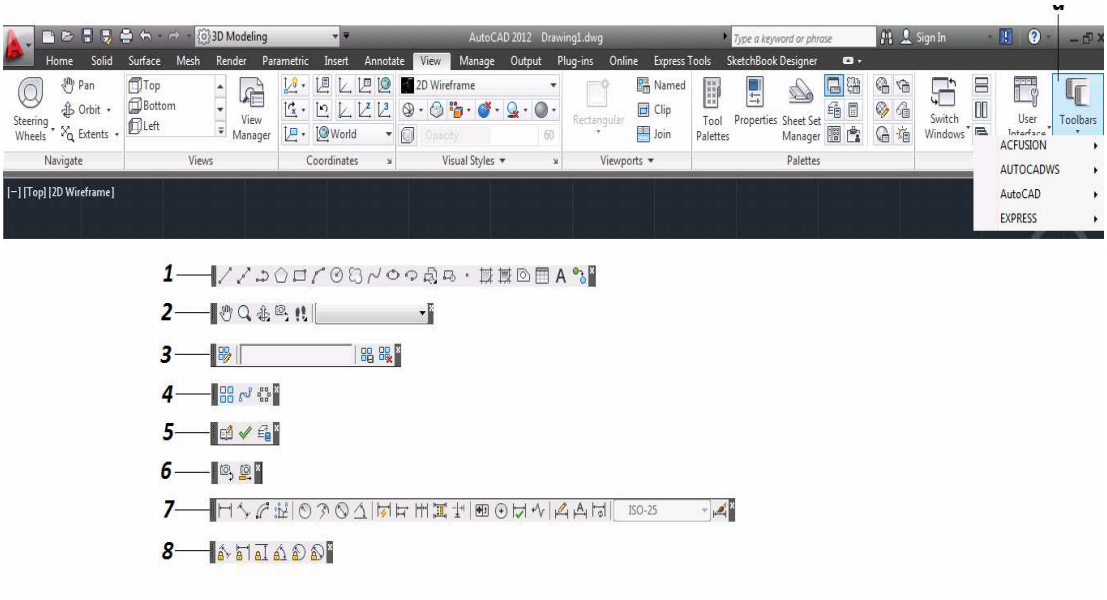

Figura 2.7. Barras de herramientas
Estas barras son iconos de un grupo de ordenes o comandos; se configuran para tener barras personales y se pueden ubicar en cualquier parte de la pantalla, flotando o en los bordes del área grafica (en forma horizontal o vertical). Se activa dando clic sobre la pestaña Ver [View] en la Cinta [Ribbon], seleccionando el icono que dice Barra de Herramientas [Toolbars] *(figura 2.7 a)*, ahí podremos seleccionar las Barras de Herramientas que se deseen que este visibles. Los iconos de las barras de herramientas están agrupados por finalidad, según la barra.
1. **Dibujar [draw]:** En esta barra se encuentran los iconos para crear nuevas entidades *(figura 2.7)*.
2. **Navegación 3D [3D Orbit]:** Cuenta con comandos para controlar el paneo (mano), zoom, puntos de vista, pivoteo y paseo *(figura 2.7)*.
3. **Editar Matriz [Array Edit]:** para asociar objetos, y al cambiar uno se actualizara la matriz creada *(figura 2.7)*.
4. **Barra de Herramientas de Matriz [Rectanglar Array]:** Cuenta con comandos para crear matrices rectangulares, polares y a través de una ruta o camino *(figura 2.7)*.
5. **Normas de CAD [CAD Standars]:** Para configurar, verificar y conversor de Capas *(figura 2.7)*.
6. **Ajustes de Camara [Camera Adjustments]:** Comandos para controlar la ubicación, rotación y distancia de la cámara *(figura 2.7)*.
7. **Cotas [Dimension]:** Para la dimensión horizontal, vertical, etc. *(figura 2.7)*.
8. **Restricciones de Dimensiones [Dimension Constraint]:** Para aplicar restricciones a las dimensiones de los objetos. *(figura 2.7)*.